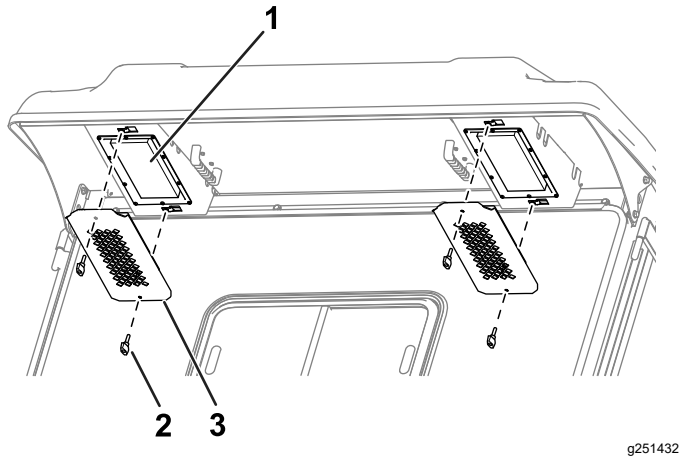

Figur 83
1. Ta bort vreden och gallren från hyttens bakre överhäng (Figur 83).
4. Montera filtren i hytten med hjälp av vreden och gallren (Figur 83).